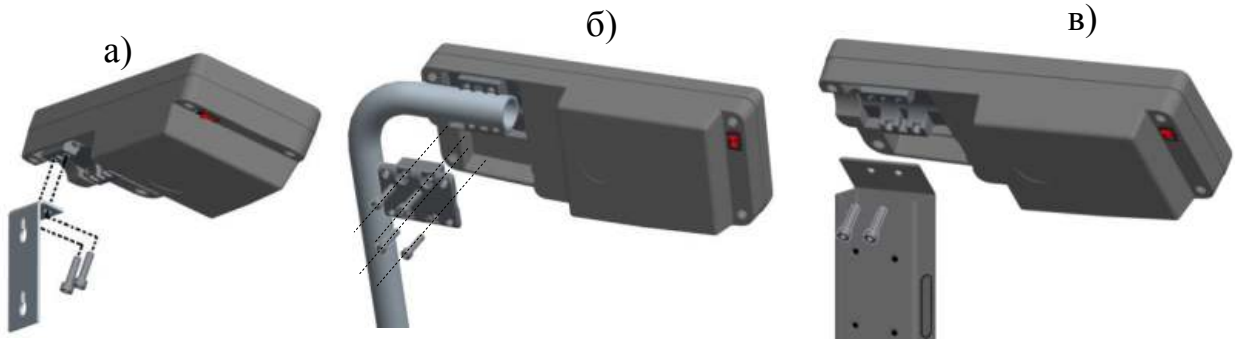

Рис. 6.4 - Варианты крепления терминала:
- Соединить кабель модуля с терминалом. Привинтить к терминалу кронштейн, Рис. 6.4 а. Установить терминал в удобном для работы месте.
- Установить терминал на стойку, Рис. 6.4 б.
- Установить терминал на стойку, Рис. 6.4 в.
- Установить терминал на стойку Рис. 6.4 в.